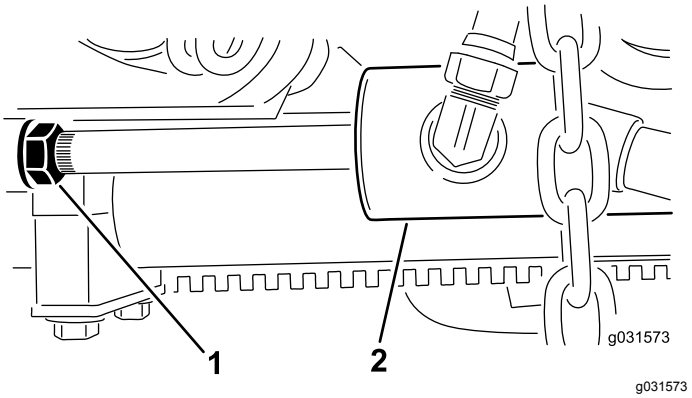

Figure 8
B. Back off the jam nut on the cylinder (Figure 8).